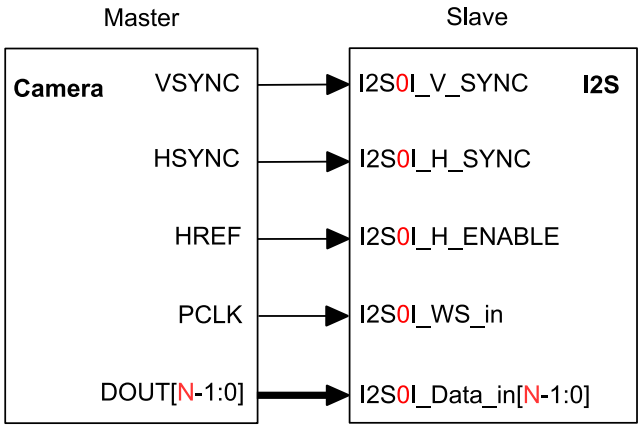

图 26-15. Camera 从机接收模式
ESP32-S2 I2S 可以配置成 Camera 从机接收模式，以此实现与外部 camera 模块的高速数据传输。在此模式下，I2S 模块工作在从机接收模式下，除了 16 路数据信号总线 I2S0I_Data_in[15:0] 外，还有 I2S0I_H_SYNC、I2S0I_V_SYNC 和 I2S0I_H_ENABLE 信号，具体管脚连接如图 26-15 所示。
2. 根据表 152 和图 26-15 的描述，配置信号管脚。